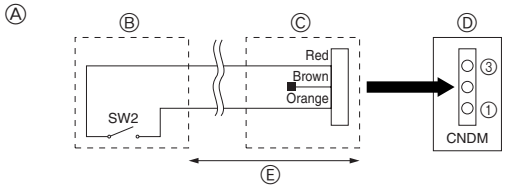

Fig. 8-2
8.2. Λειτουργία ρύθμισης (επιτόπου τροποποίηση) (Fig. 8-2)